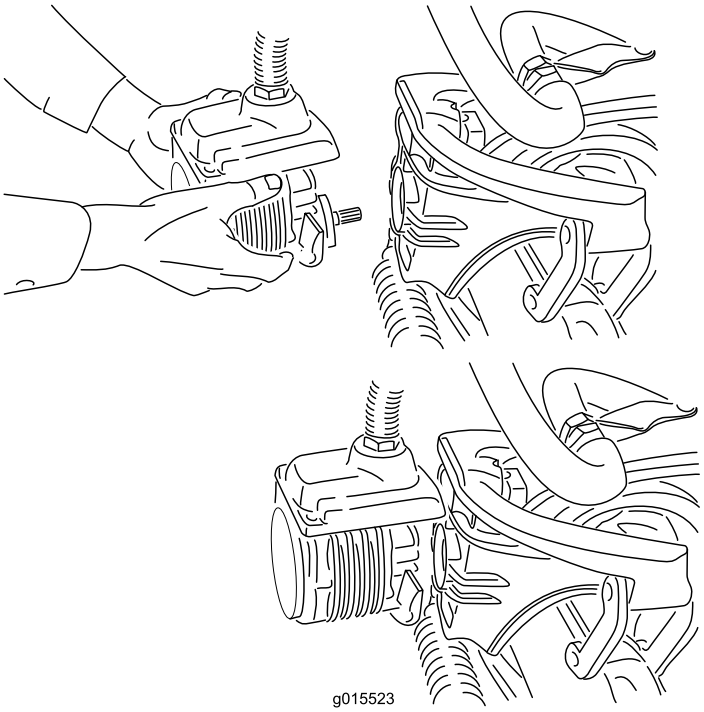

Figure 37
4. Amenez le moteur à la position de rangement sur l'avant du bras de suspension (Figure 37).